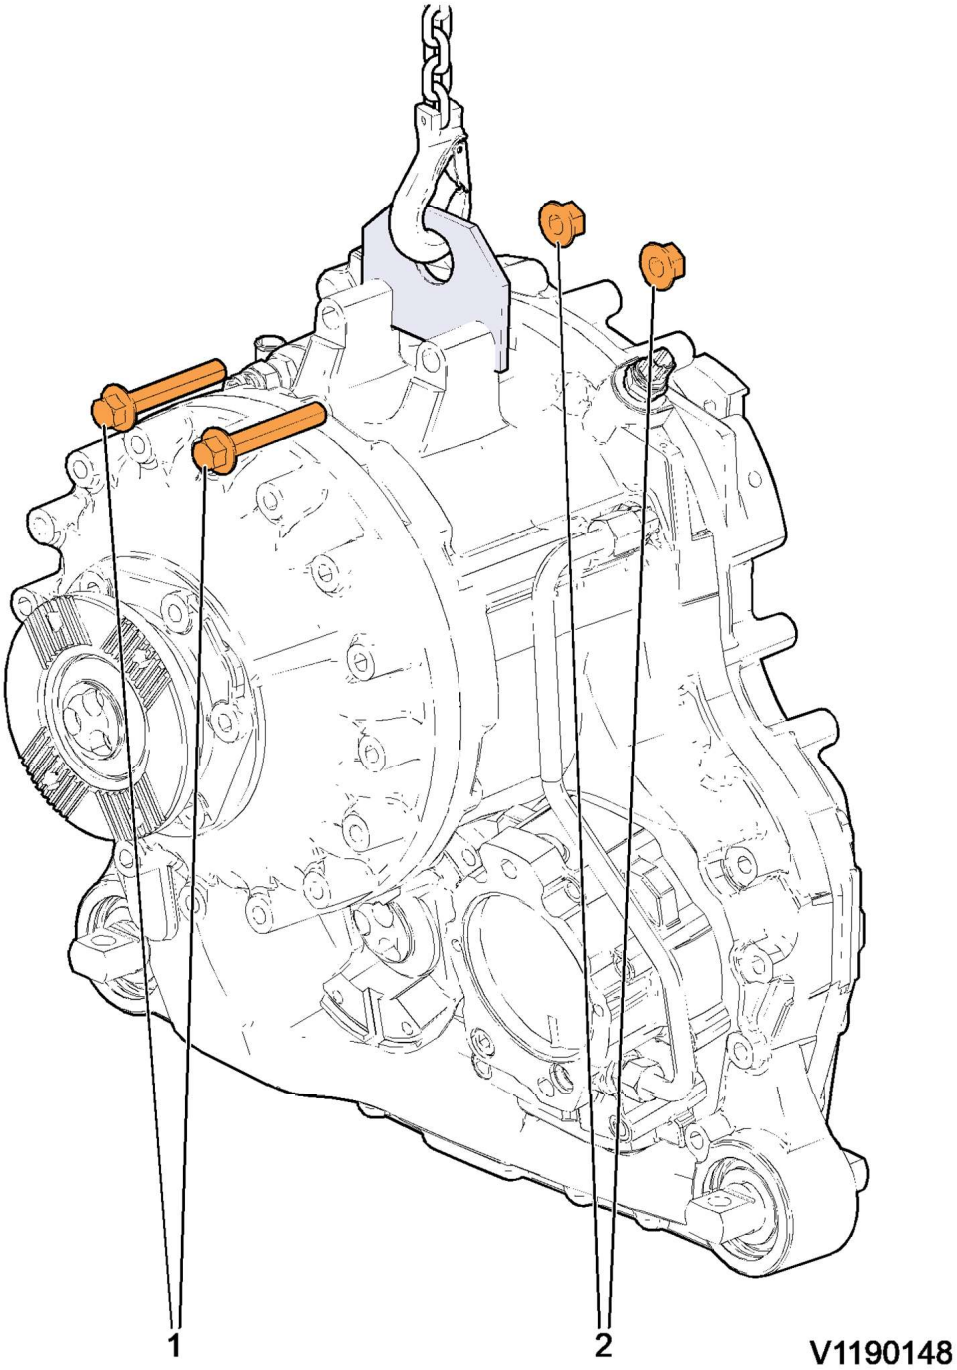

Figure 4
1. Fit the lifting tools on dropbox IL1, IL2 or IL3 using 2 bolts M16 bolts. See figure 4.
2. The yoke bracket shall be placed in the back edge of the bracket. See figure 4.